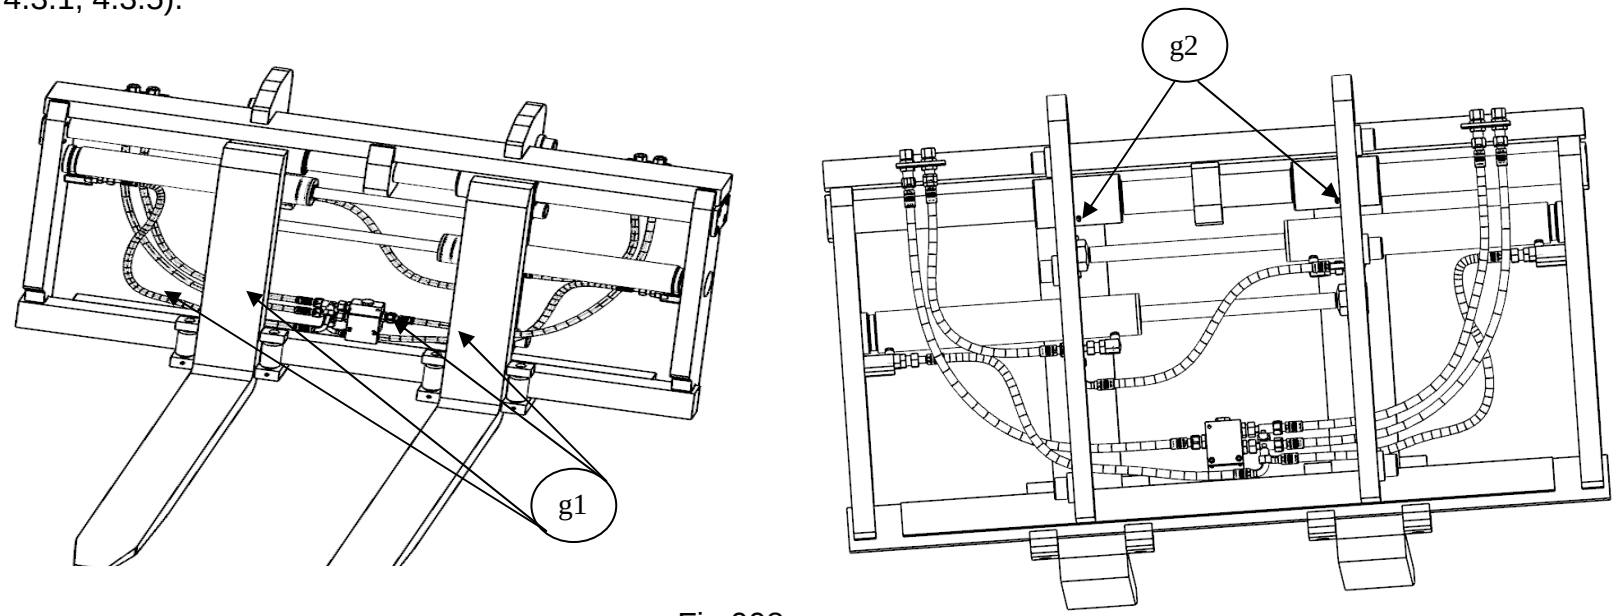

Fig.008
4.2 Scheduled maintenance (Fig.008)